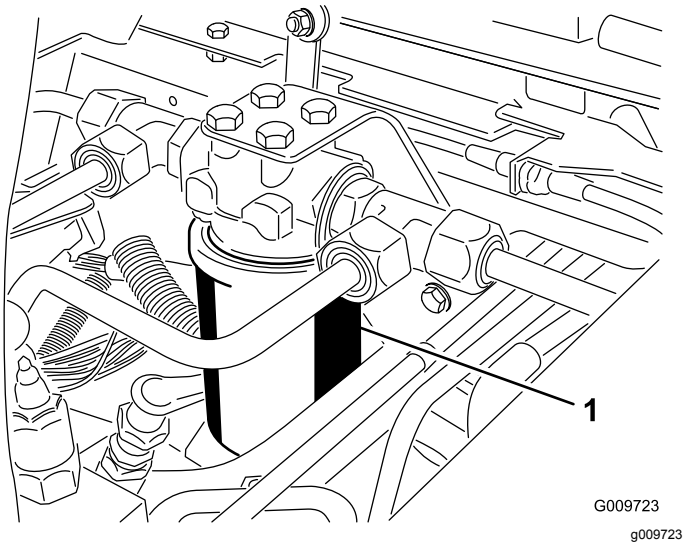
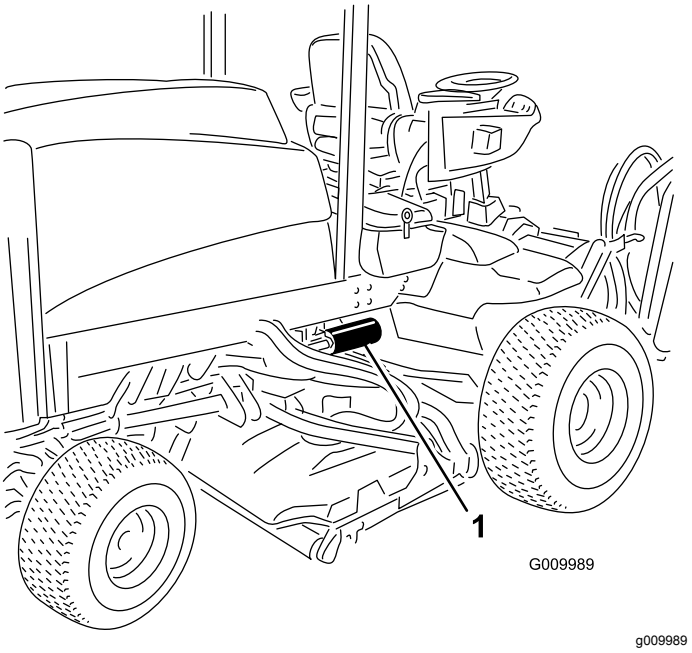

Figur 76
Figur 77
2. Rengör runt området där filtret monteras. Placera ett kärl under filtret och avlägsna filtret (Figur 76 och Figur 77).